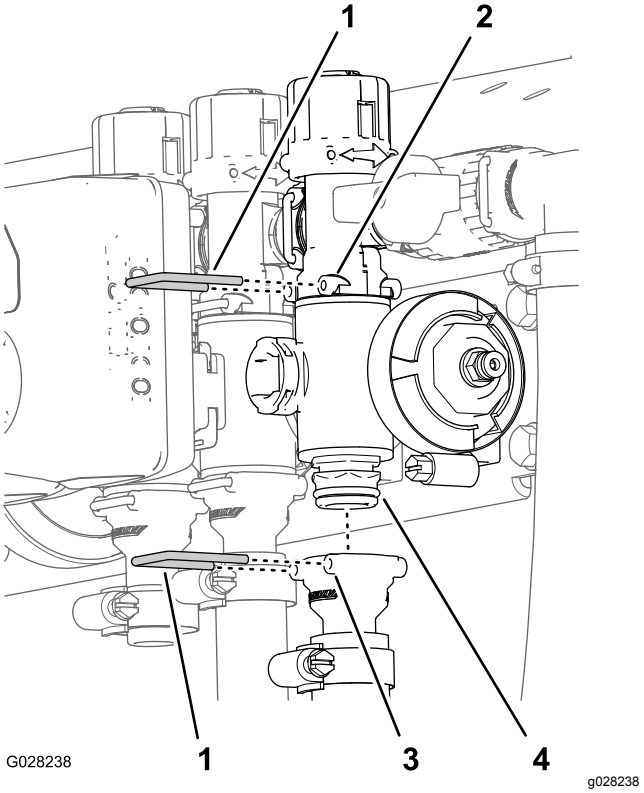

**Figur 120**
2. Fjern holderne som fester utgangsnippelen til seksjonsventilmanifoldet og ventilmanifoldet til omløpskoblingen (Figur 120).